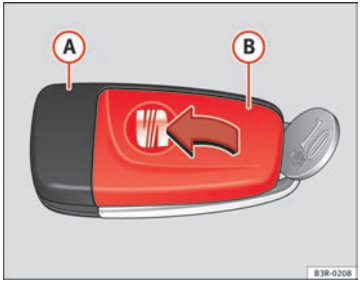

Fig. 69 Master key: Opening the cover
– **Carefully** prise apart the key ⇒ fig. 69 (A) and the cover (B) using a coin.